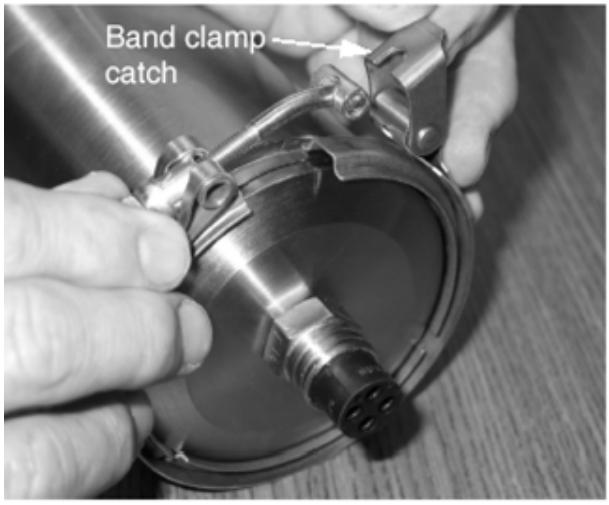

**Figure 2: Releasing the Band Clamp Catch**
2. Release the band clamp catch as shown in Figure 2, and then remove the bank clamp by spreading the band slightly and sliding it over the end cap.